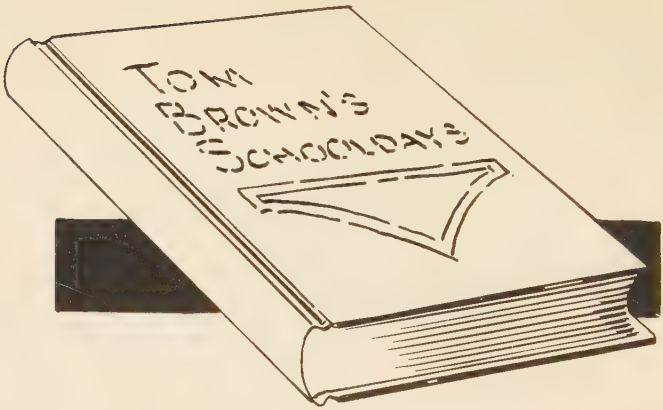
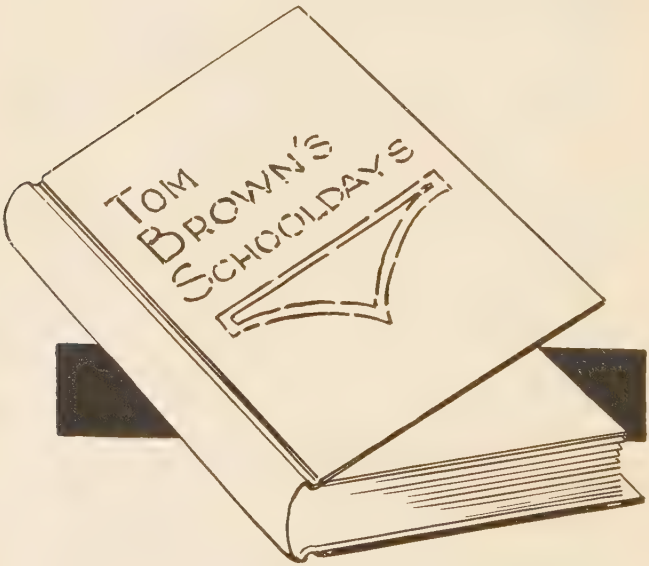

Fig. 215—Book Fitted into Cover that is Correct Size
Fig. 216—Book Set in Cover Too Small for Book
3. Bring the left hand half of cover and the back edge of cover up over "round" of book until left hand cover board lies flat against top side of book. (Fig. 215.)
4. If your book will go in cover like Fig. 215 and cover boards will *lie flat,* the cover is large enough. If, however, you cannot get cover to close flat, and it remains like Fig. 216 your cover is too small and a new one must be made.